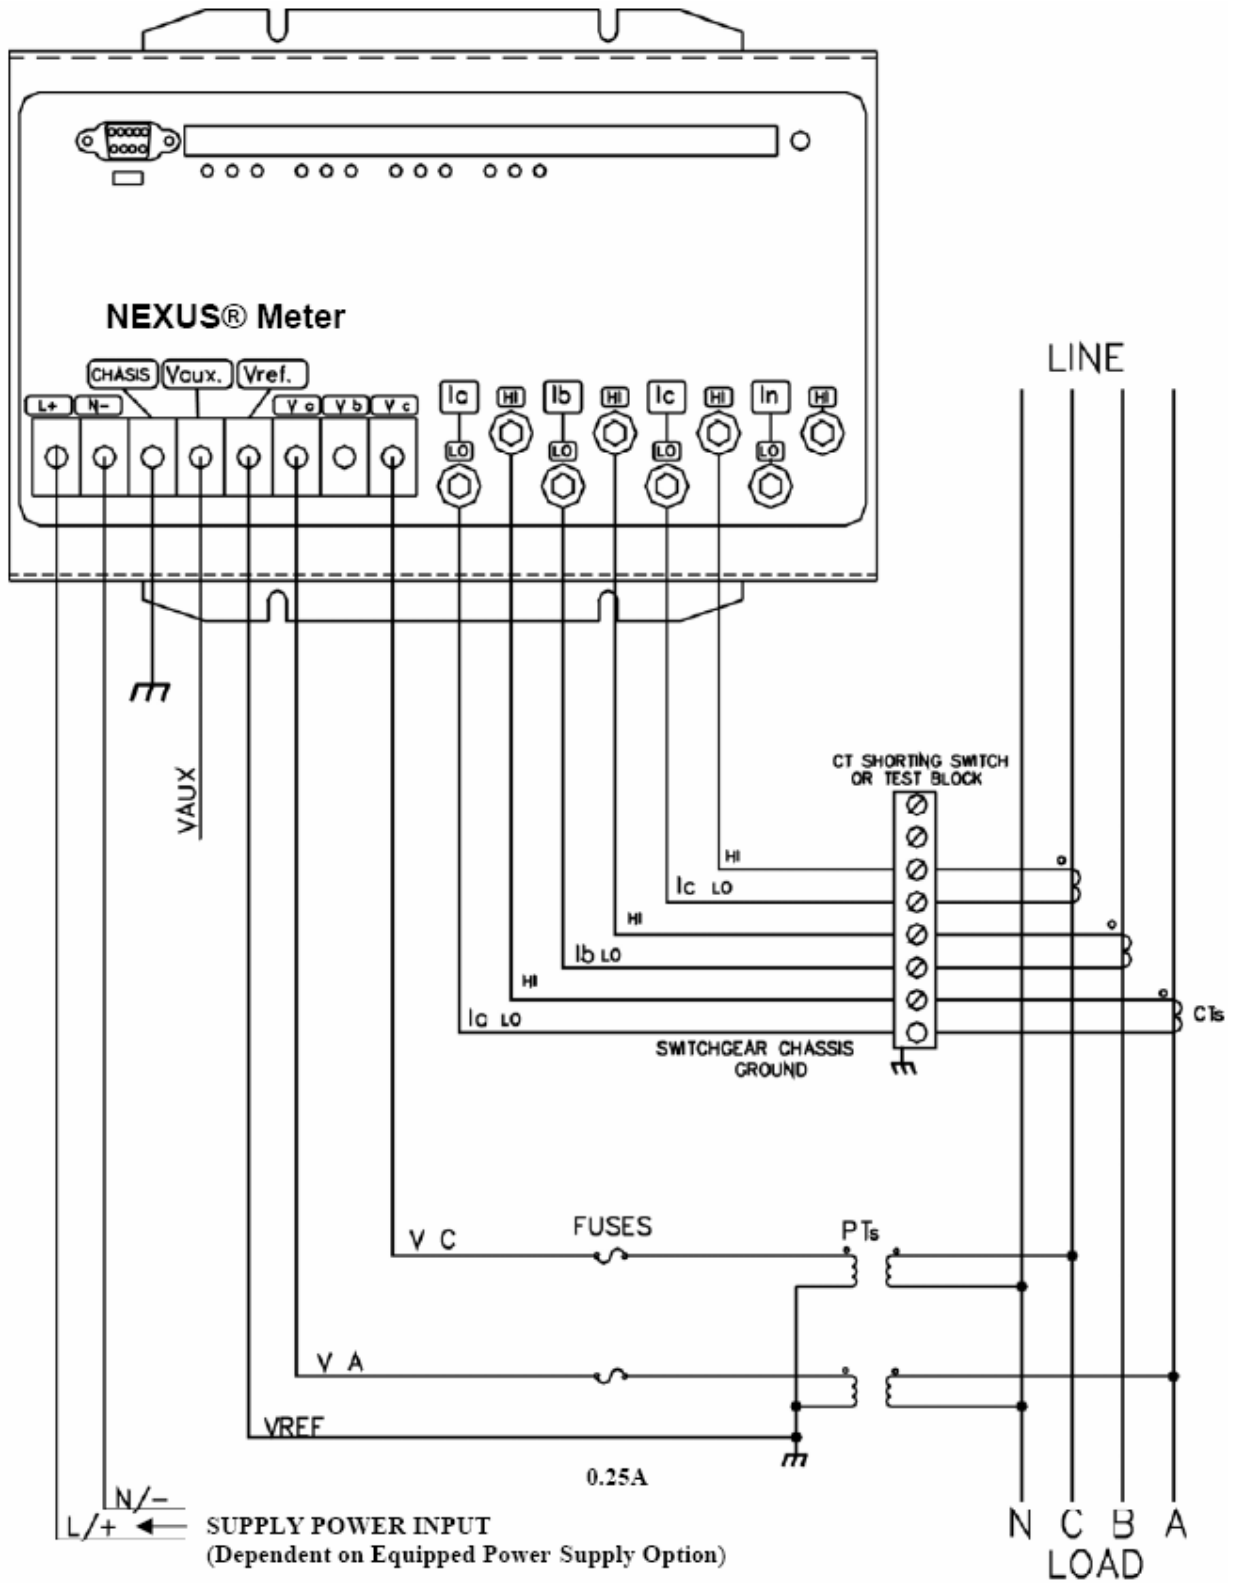

图 4.8：3 相，4 线，2.5 元件，2PT，3CT
- 出于保护目的，EIG 公司要求所有的电压输入回路装设 0.25A 熔断器（见图 4.8）。